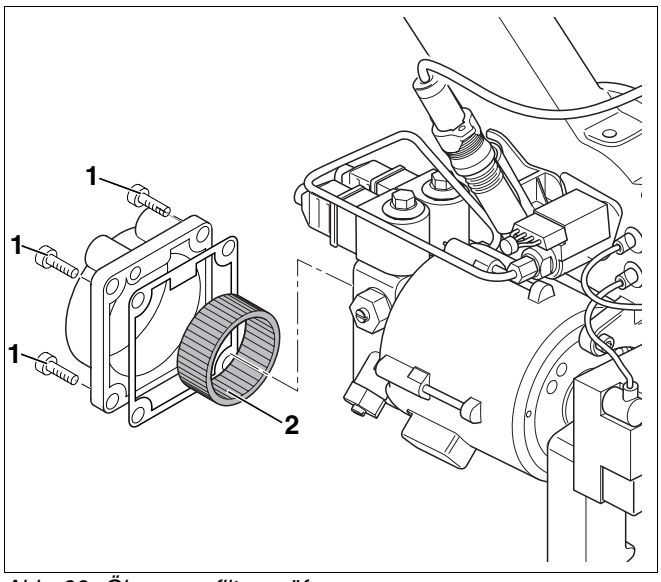

Abb. 66 Ölpumpenfilter prüfen
- Die 4 Innensechskantschrauben an der Oberseite (Abb. 66, **Pos. 1**) lösen.
- Ölpumpenfilter (Abb. 66, **Pos. 2**) nach vorne herausziehen.
- Ölpumpenfilter (Abb. 66, **Pos. 2**) mit Waschbenzin reinigen, gegebenenfalls austauschen und wieder in die Ölpumpe einbauen.